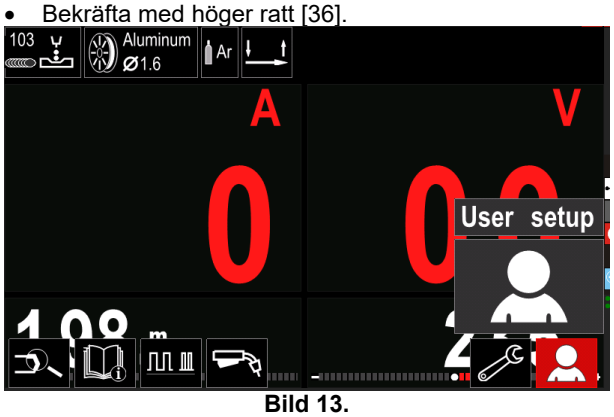

Bild 13.
- Ta fram användarinställningarna (se bild 13).